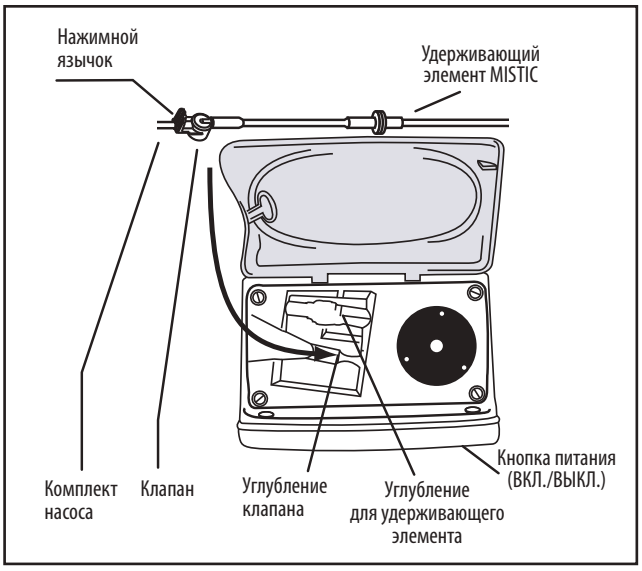

Рисунок 6A
2. Установите комплект насоса, нажав на язычок на клапане и вставив клапан в углубление слева (рис. 6A).